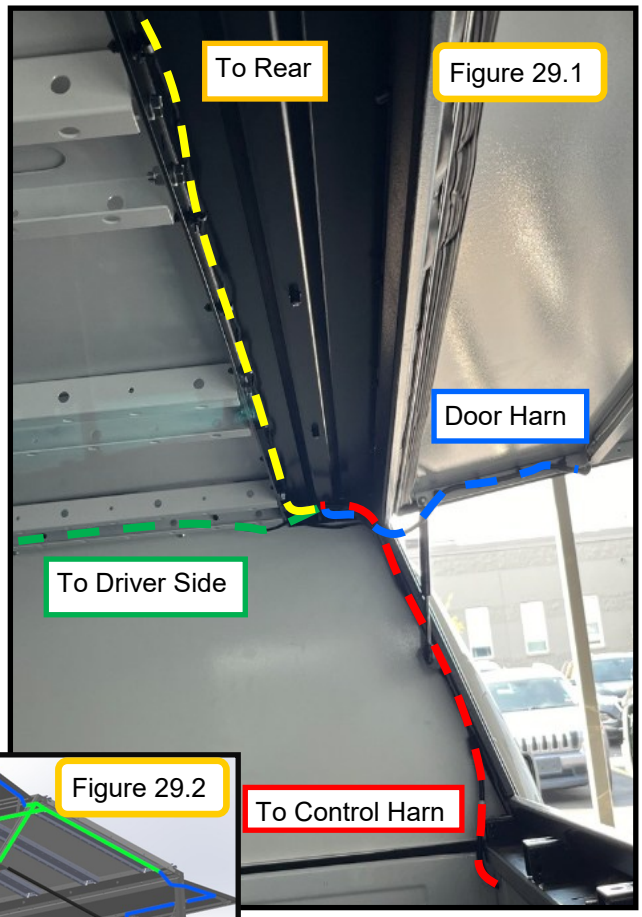

Figure 29.1
**3.** Once at the top, the harness will split three ways. (red line shows the part before the harness splits). (Fig 29.1)